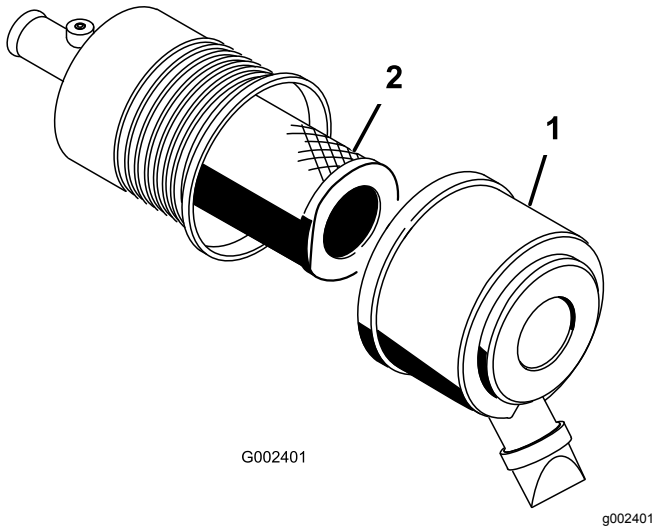

Rysunek 44
1. Zwolnij zatrzaski znajdujące się na filtrze powietrza i zdejmij pokrywę filtra powietrza z obudowy filtra (Rysunek 44).
3. Delikatnie wysuń filtr powietrza z obudowy (Rysunek 44).
5. Ostrożnie nasuń filtr na rurę korpusu (Rysunek 44).
6. Załóż pokrywę filtra powietrza bokiem do góry i zabezpiecz zatrzaskami (Rysunek 44).